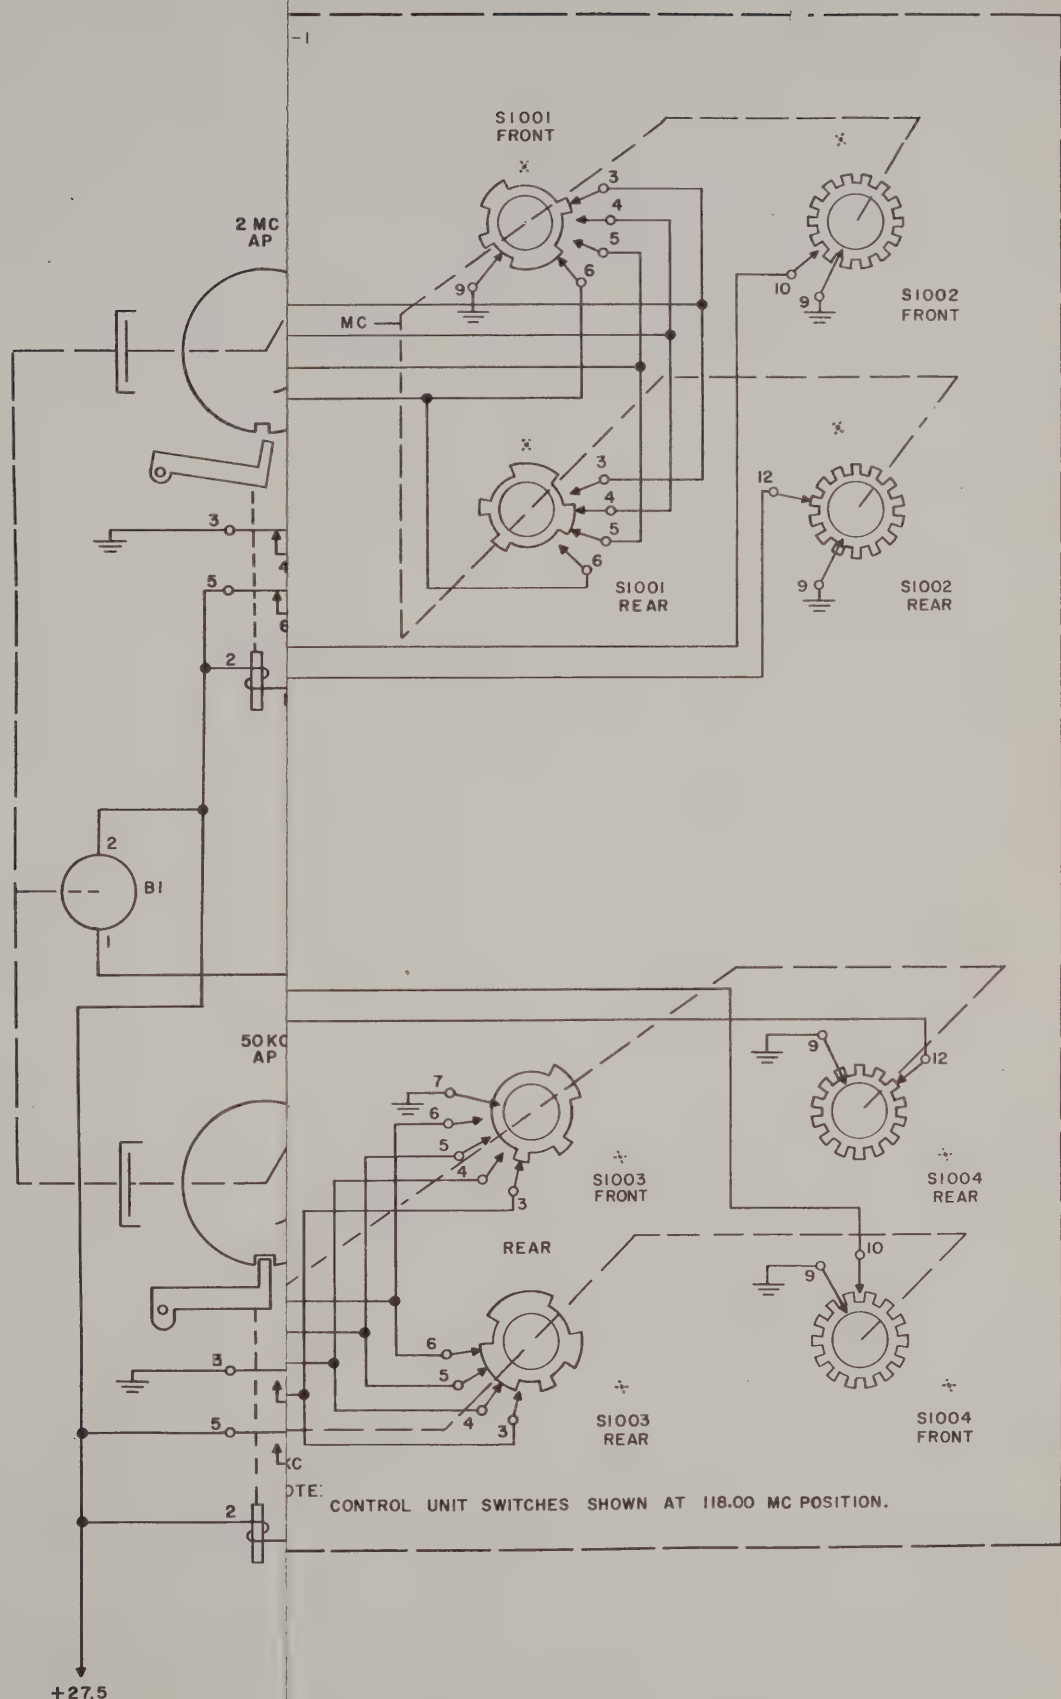

Figure 4-10. Autopositioner Electrical Circuits, Simplified
4.2.2.2 50-KC SELECTION. The 50-kc Autopositioner is controlled in much the same manner as the two-megacycle Autopositioner described in paragraph 4.2.2.1. Refer to figure 4-10. The receiver switches are set to 108.00 mc, but the control unit switches are set to 118.00 mc; therefore, there is no ground connection made to the 50-kc Autopositioner coil by seeking switch S4 or the remote control kilocycle selecting switch, S1003. Thus the Autopositioner is de-energized. The remote control kilocycle selecting switch, S1003, is similar to S1001 in that its electrical configuration is the same for two positions of the switch, i.e., for any 100-kc segment, the electrical configuration is the same for the even 50-kc setting as it is for the odd 50-kc setting even though the switch rotor is advanced one position. This is also true of the seeking switch, S4, in the receiver. To make the 50-kc Autopositioner choose between the even or odd 50-kc positions, a section is added to the 50-kc seeking switch (S4, front segment) that works in conjunction with switch section S1004 in the control unit to place a ground on the Autopositioner coil. This energizes the Autopositioner long enough to permit it to rotate the desired 50-kc position. If the action is from a low frequency to a higher frequency, the Autopositioner merely moves to the new channel. If the action is from a high frequency to a lower frequency, the Autopositioner moves the switches through the remaining high-frequency positions and through the necessary low-frequency positions required to arrive at the correct channel. This is because the motor is nonreversing. Figure 4-12 shows the wires and switching involved in the 50-kc seeking system.